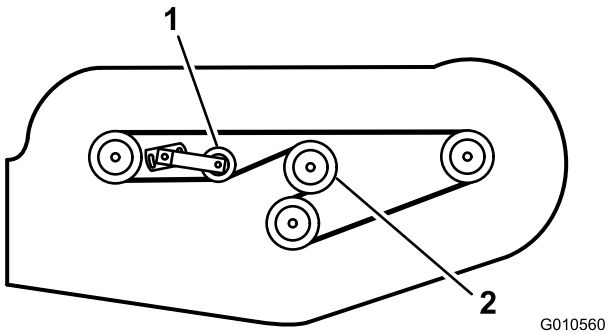

Figure 31
6. Acheminez la nouvelle courroie autour de la poulie du boîtier d'engrenages, des poulies d'axe, de la poulie de tension fixe et de la poulie de tension réglable (Figure 31).